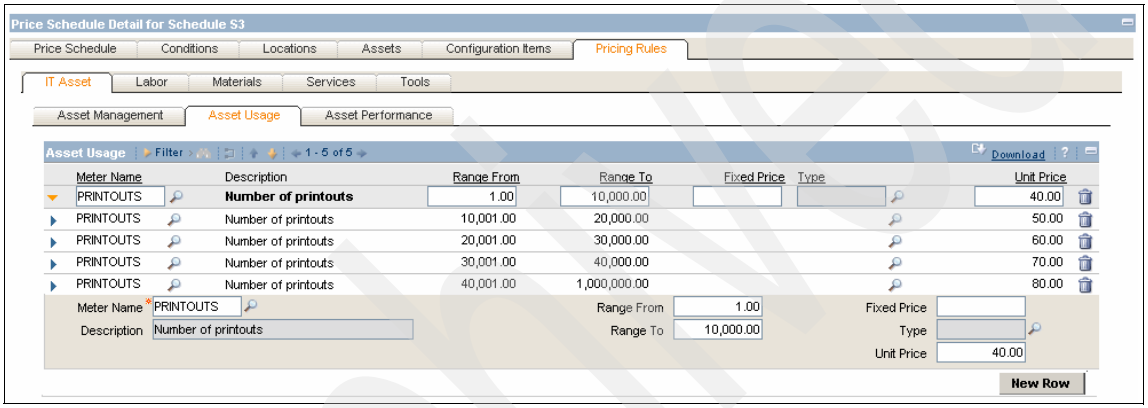

Figure 12-23 Printouts
15. Use this information to populate the fields in the form, as shown in Figure 12-23 on page 228.